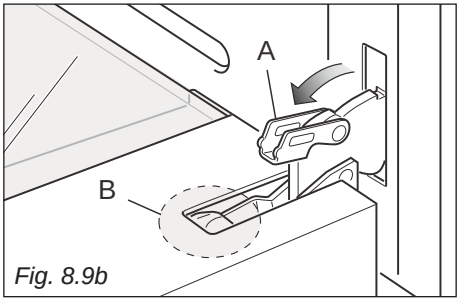

Fig. 8.9b
- Open the lever "**A**" completely on the left and right hinges (fig. 8.9b).
- Gently close the door until left and right hinge levers "**A**" are hooked to part "**B**" of the door (figs. 8.9b, 8.9c).